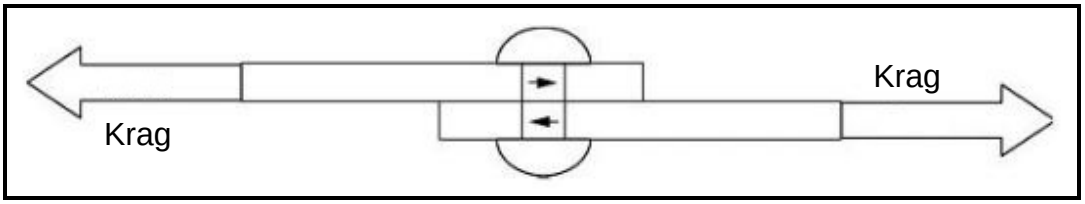

FIGUUR 4.8
4.8 Identifiseer die tipe spanning wat in die klinknael in FIGUUR 4.8 veroorsaak word.